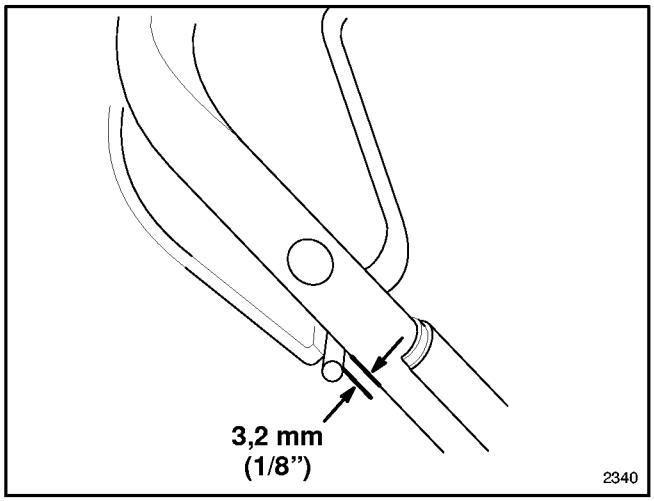

**Abbildung 21**
**2.** EINSTELLUNG ÜBERPRÜFEN (Abb. 21) – Den Schnittmesser-Kontrollbügel zum Griff bewegen, bis das Spiel aus dem Draht beseitigt ist. Der Abstand zwischen Schnittmesser-Kontrollbügel und Griff muß 1/8” betragen.